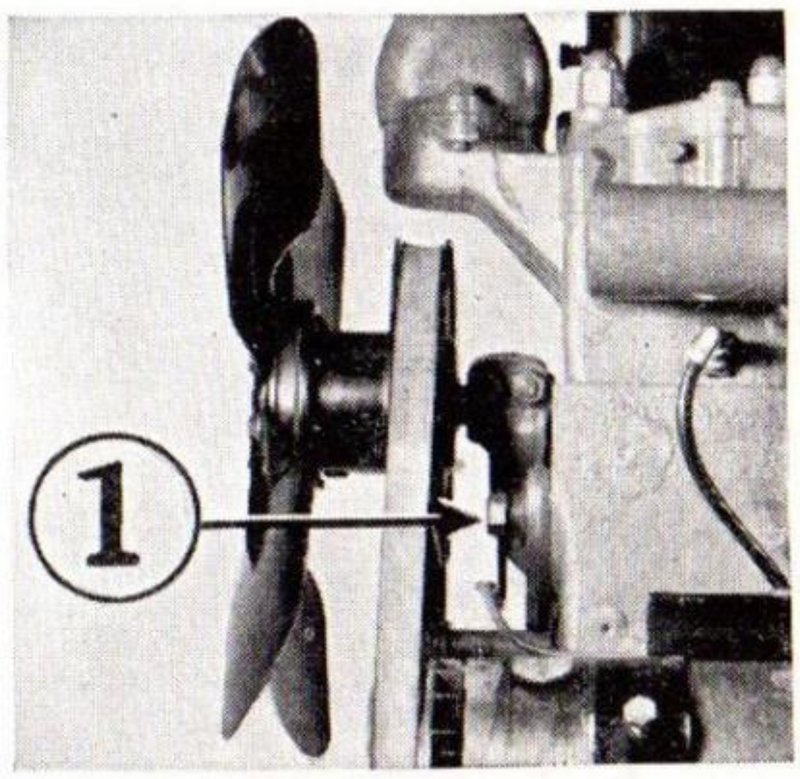

Fig. 8
FAN BELT ADJUSTMENT—Fig. 8: The fan belt is in need of adjustment if it can be depressed more than one and one-half inches by pressing lightly on it midway between generator and fan. Loosen cap screws (1) on Fig. 8, holding fan bracket to engine. Move bracket upward until fan belt can be depressed about one inch by finger and then tighten cap screws.